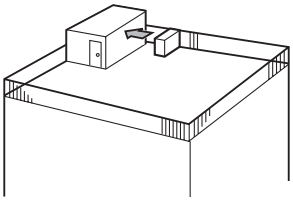

Fig. 2-4
① Richten Sie die Luftaustrittsöffnung mit einem Abstand von etwa 50 cm auf die nächstgelegene Wand aus. (Fig. 2-4)